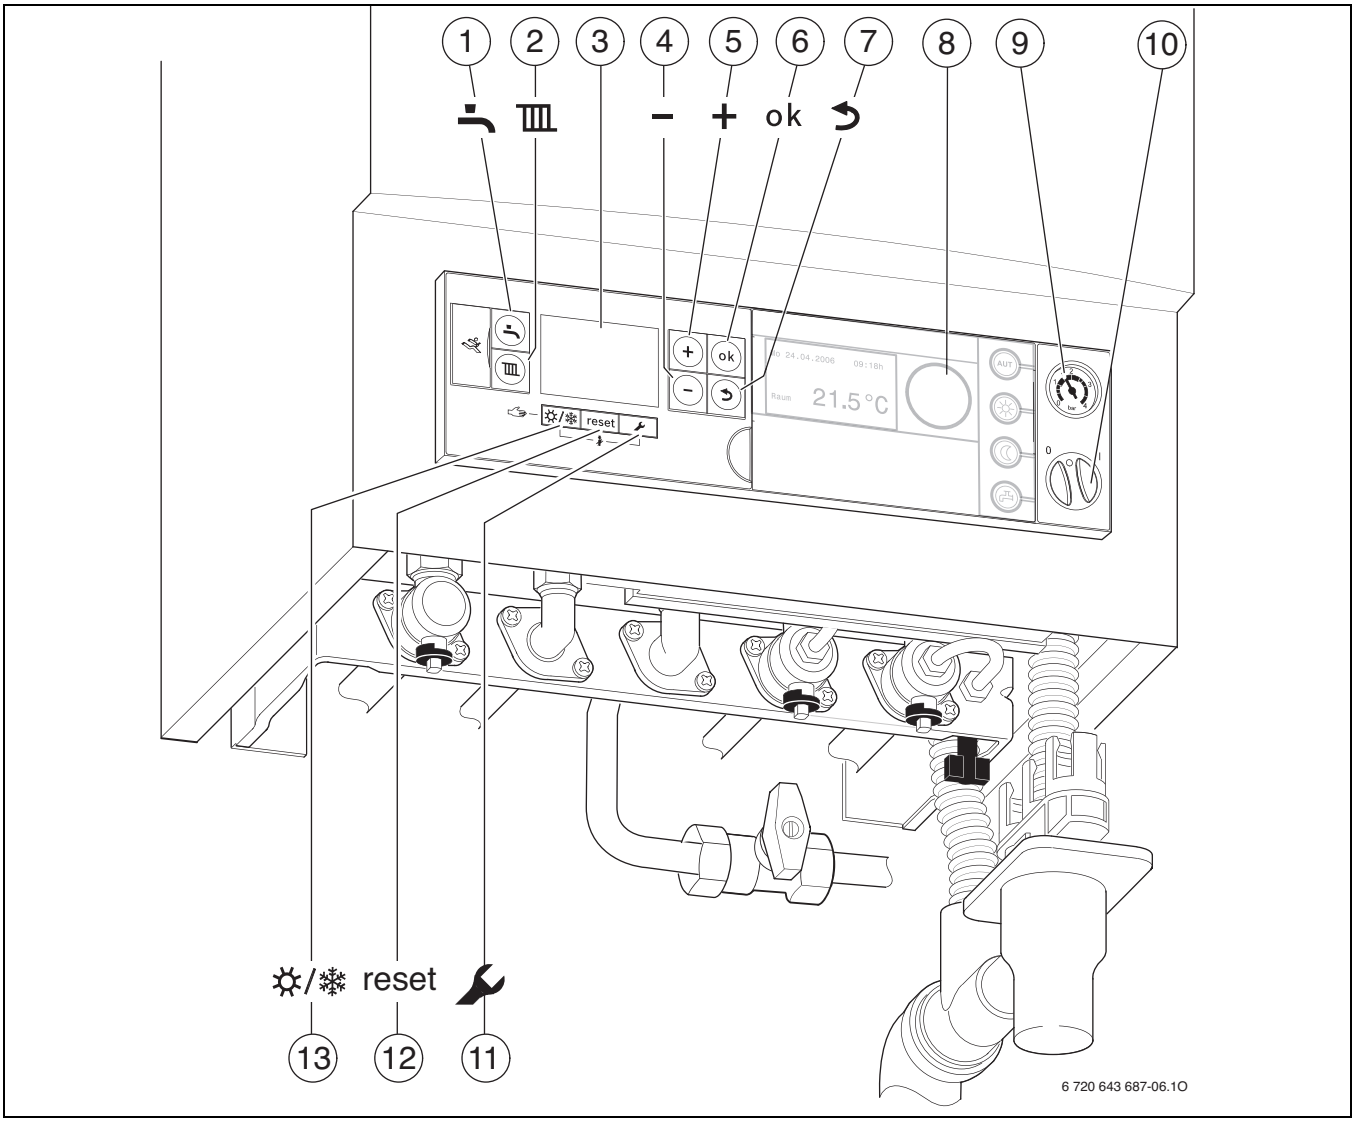

Fig. 6
- El controlador RC35 montado en el aparato, → fig. 6, [8].